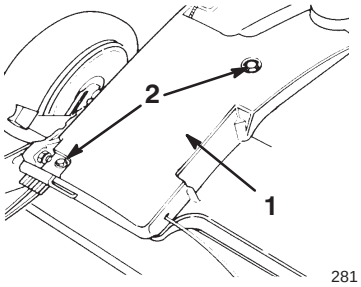

Figur 30
2. Avlägsna bultarna som fäster remkåpan vid gräsklipparkåpan (figur 30).